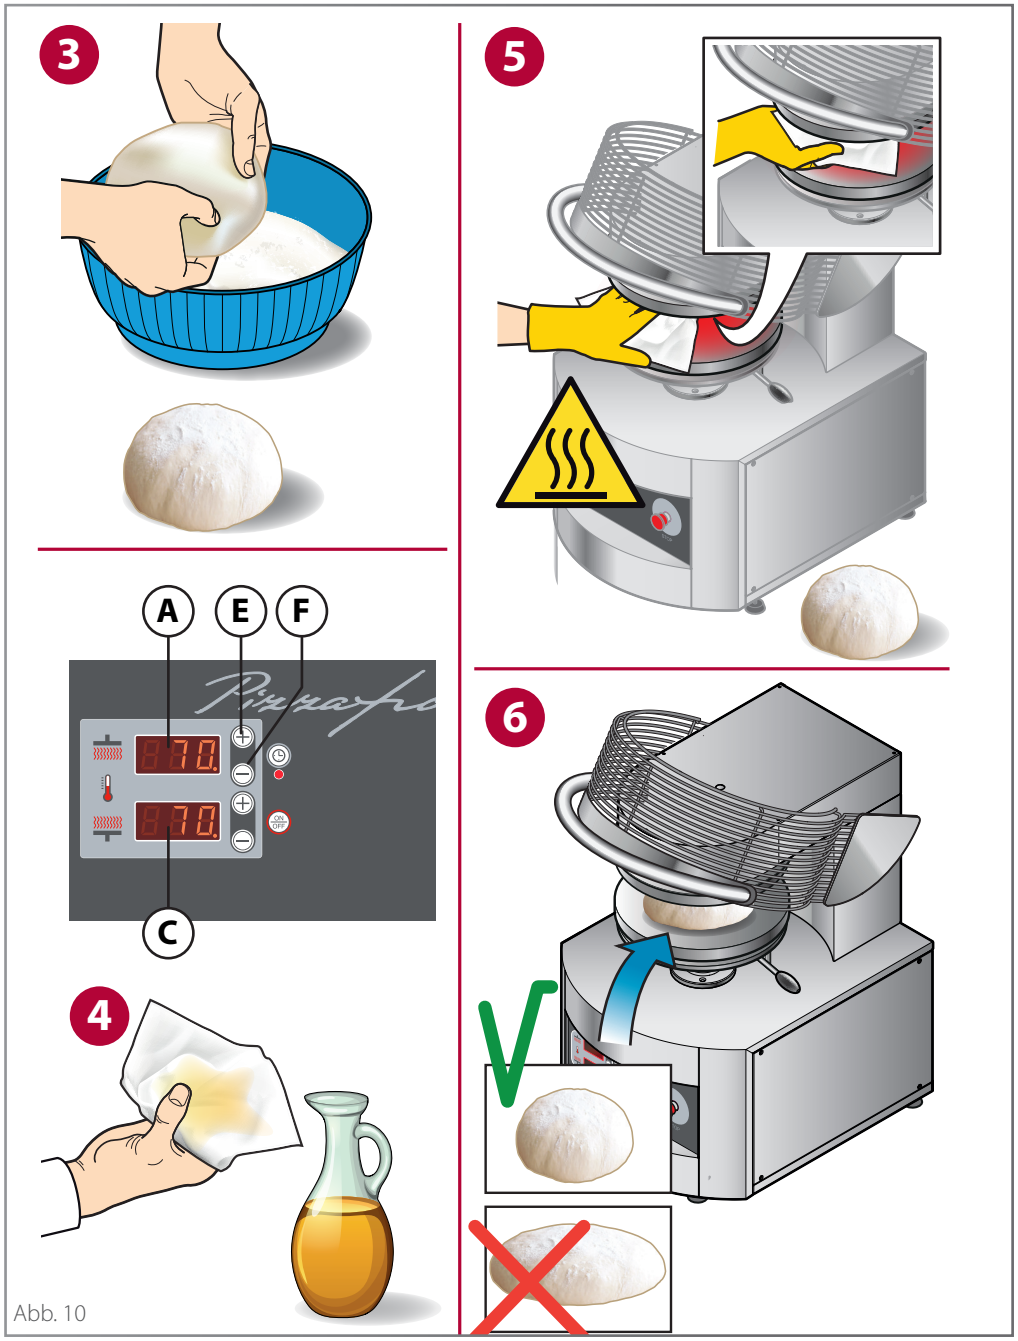

Abb. 10
▶ Abb. 10
4. Warten, bis die Platten die eingestellte Temperatur erreicht haben: Die **Displays(A)** und **(C)** zeigen die **reale Temperatur** der oberen und der unteren Platte an (beim Beispiel 70 °C / 158 °F); um hingegen die **eingestellte Temperatur** (das heißt, die zu erreichende) zu kennen, die **Taste E)** oder **„-“ (F)** drücken. Die LEDs neben der Temperatur liefern außerdem nützliche Informationen: